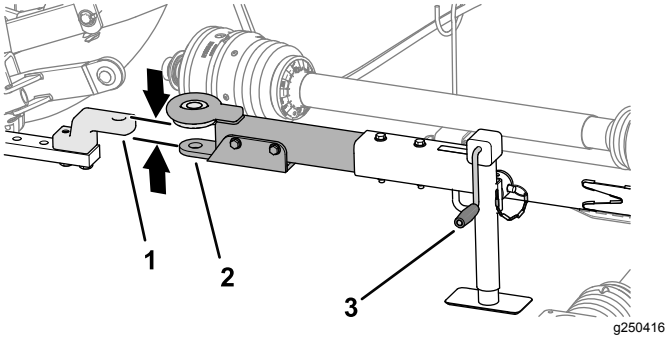

Rysunek 28
1. Przy pomocy uchwytu podnośnika podnieś lub opuść podnośnik zaczepu holowniczego i ustaw zaczep holowniczy równo z dyszlem lub zaczepem czopowym (Rysunek 28).
3. Ustaw dyszel lub zaczep czopowy pojazdu holowniczego równo z zaczepem holowniczym kosiarki (Rysunek 28).